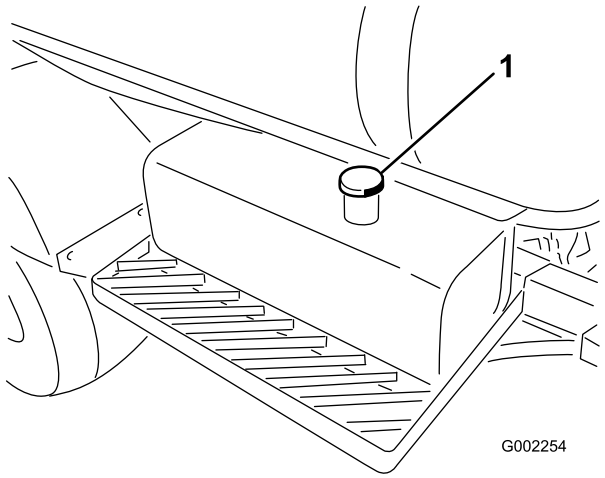

Bild 58
3. Reinigen Sie den Bereich um den Deckel des Hydrauliköltanks und nehmen Sie ihn ab (Bild 58).